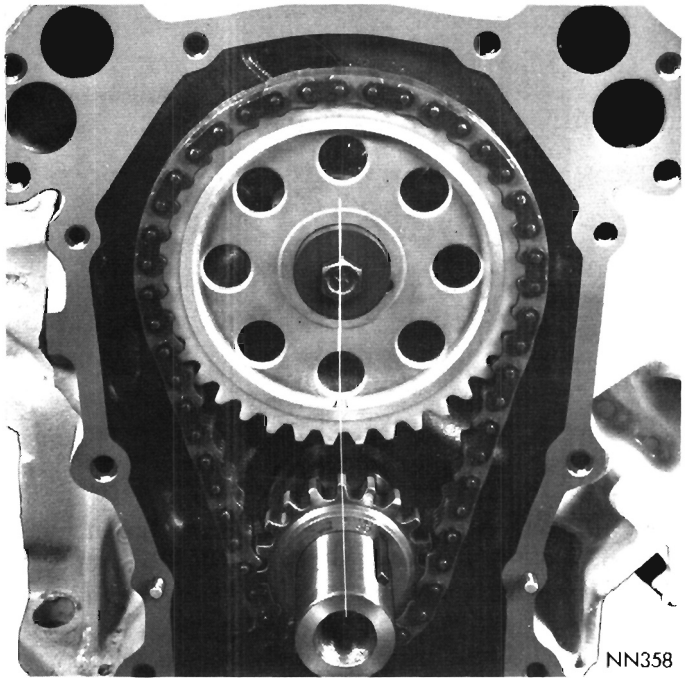

Fig. 26—Alignment of Timing Marks
(7) Place camshaft sprocket and crankshaft sprocket on the bench with timing marks on exact imaginary center line through both camshaft and crankshaft sprocket bores.
(8) Place timing chain around both sprockets.
(9) Turn crankshaft and camshaft to line up with keyway location on crankshaft sprocket and dowel hole in camshaft sprocket.
(10) Lift sprockets and chain (keep sprockets tight against chain in position as described).
(11) Slide both sprockets evenly over their respective shafts.
(12) Use a straight edge to measure alignment of timing marks (Fig. 26).
(13) Install washer and camshaft sprocket bolt, tighten to 35 foot-pounds. Check to be sure that rear face of aluminum camshaft sprocket is **flush** with end of camshaft. Slide the crankshaft oil slinger over shaft and up against sprocket (flange away from sprocket).